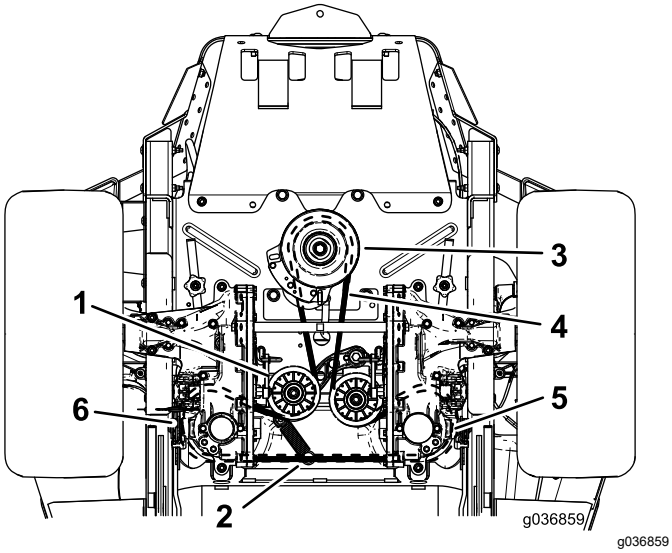

**Figur 65**
6. Tag styrefjederen af tappen (Figur 65).
8. Fastgør den nye rem omkring motorremskiven og de to drivremskiver (Figur 65).